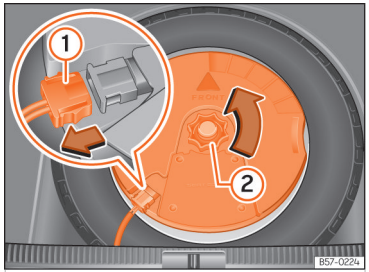

**Fig. 238** In the boot: remove the subwoofer.
- Disconnect the subwoofer's speaker cable ››› Fig. 238 ①.
- Turn the securing wheel anti-clockwise ››› Fig. 238 ②.